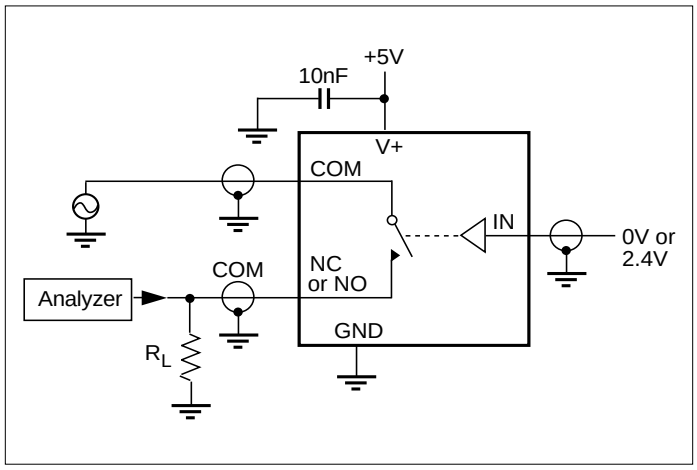

Figure 5. Off Isolation
7. Off Isolation = $20\log_{10} [V_{COM} / (V_{NC}$ or $V_{NO})]$. See Figure 5.